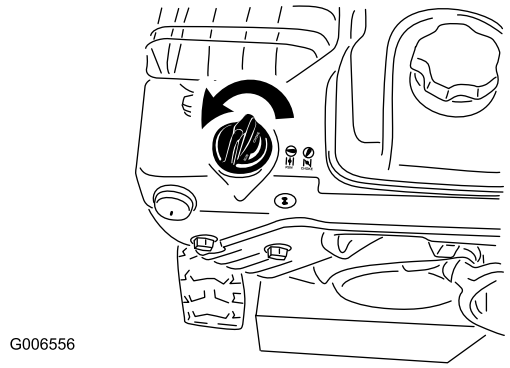

**Figur 28**
5. Flytta choken till chokeläget (Figur 28).